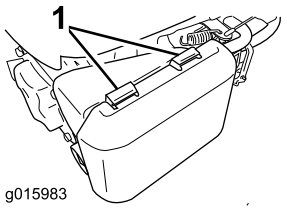

Figuur 26
1. Druk de lippen van de vergrendeling bovenop de luchtfilterdeksel omlaag (Figuur 26).